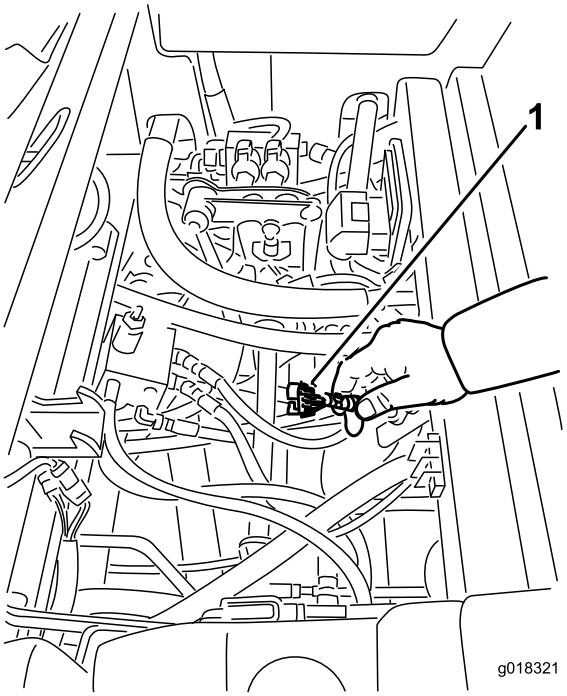

Рисунок 18
3. Найдите жгут проводов и разъемы рядом с контроллером (Рисунок 18).